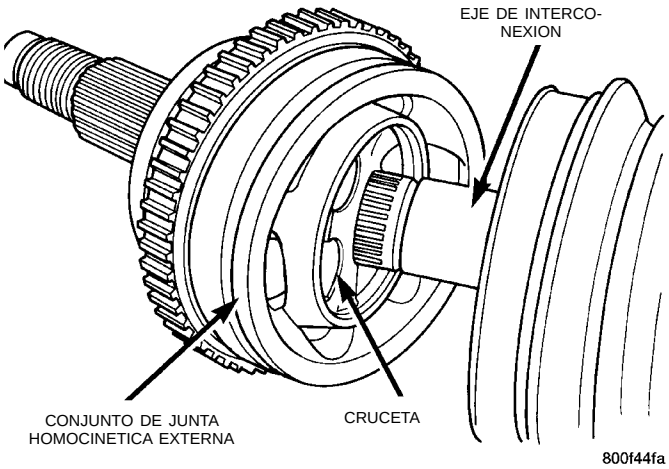

Fig. 49 Junta homocinética externa correctamente instalada en el eje de interconexión
(4) El conjunto de la junta homocinética externa debe instalarse en el eje de interconexión hasta que la cruceta del conjunto de junta homocinética externa esté asentado contra el elástico de retención en el eje de interconexión (Fig. 49).